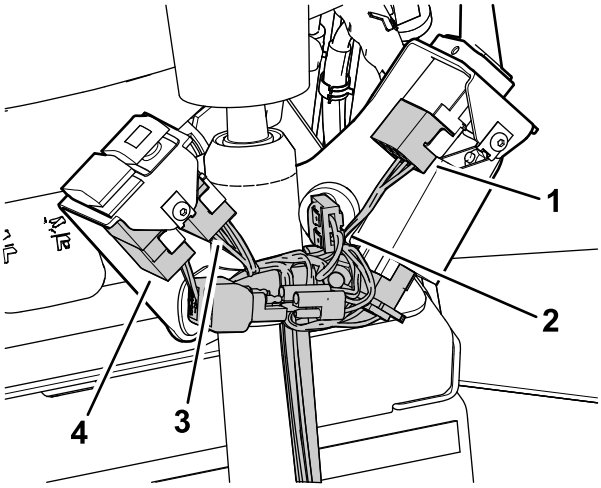

Figur 28
15. Koble kontaktene til bryterne i blinkemodulen, hornet, blinklyset og varsellyset (Figur 28).